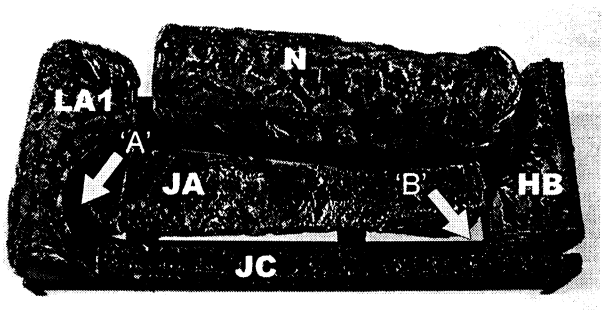

Figure 10
1. Position the 'JA' log onto the center of the burner cover aligning the notches in the bottom of the log to the brackets in the burner cover. Figure 10.
3. Place the 'JC' log into position in front of the burner as shown in figure 10.
Carefully place the burning embers, included with this fireplace, between the 'JA' log and 'JC' log from point 'A' to point 'B' leaving at least 1/4" space between each ember. Refer to figure 10.